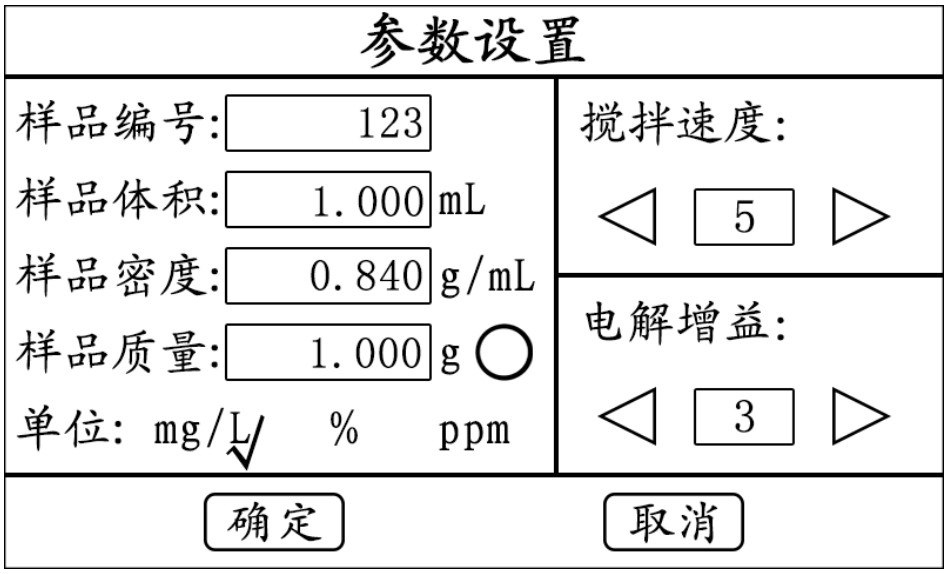

图 6
4.1. 在样品测定界面，按【参数】键进入参数设置界面（图 6）；